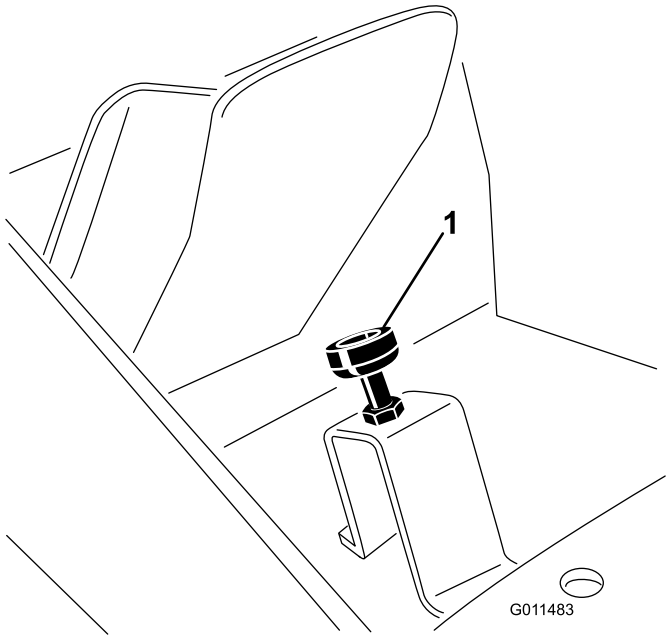

Figura 73
2. Pressione o pedal de tracção até que esteja no curso máximo (Figura 73). As porcas de bloqueio podem ter de ser desapertadas e a paragem baixada para alcançar o curso total.
3. Liberte o pedal de tracção e ajuste a paragem mais meia volta de forma a que o pedal contacte a paragem antes de o curso total ser alcançado e, em seguida, aperte as porcas de bloqueio (Figura 73).